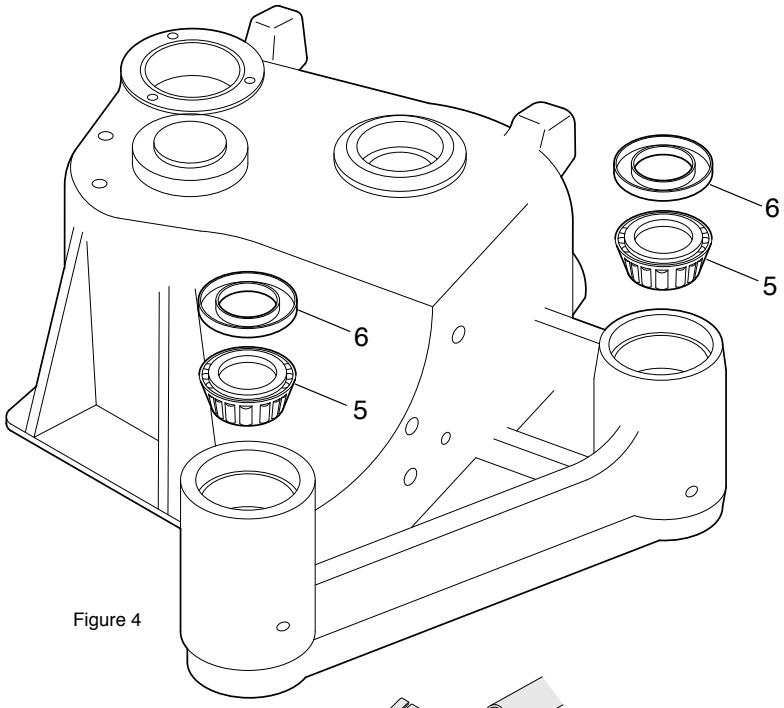

Figure 4
Install the tapered roller bearings #F4121407P (items 5) inside the bearing seats. Rotate the bearing inside the seat in order to spread the grease evenly. Install a seal (2 places) #F4121410P (items 6) as shown in figure 4.
Use a tool (item 7) whose diameter fits the outside diameter of the seal (item 6 in figure 4) in order to sink the seal to the bottom. The seal is well installed when the bearing can be rotated with some small resistance.